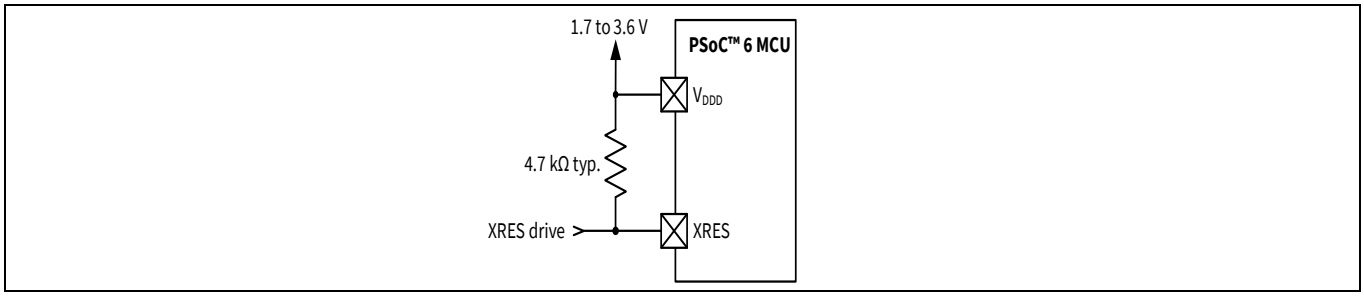

Figure 4 XRES connection diagram
- External reset dedicated pin (XRES) to reset the device using an external source. The XRES pin is active low. It can be connected either to a pull-up resistor to V_{DDD}, or to an active drive circuit, as **Figure 4** shows. If a pull-up resistor is used, select its value to minimize current draw when the pin is pulled low; 4.7 kΩ is typical.